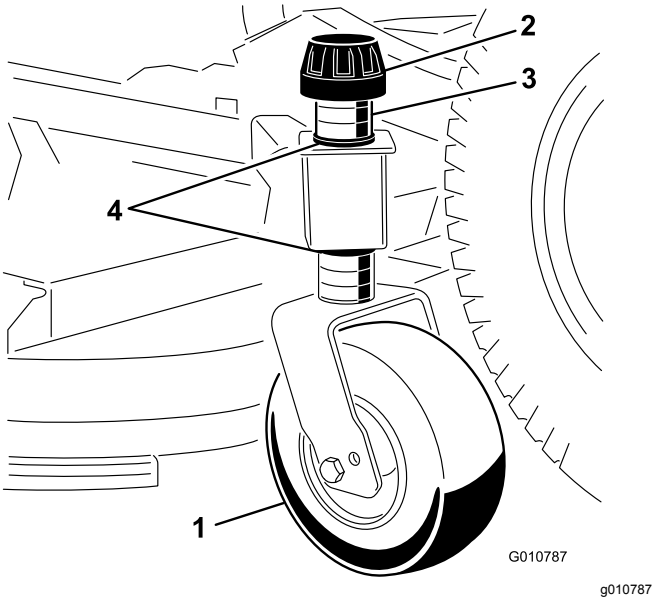

Figur 10
1. Fjern spennhetten som fester støttehjulet til brakettene på klippeenheten (Figur 10).